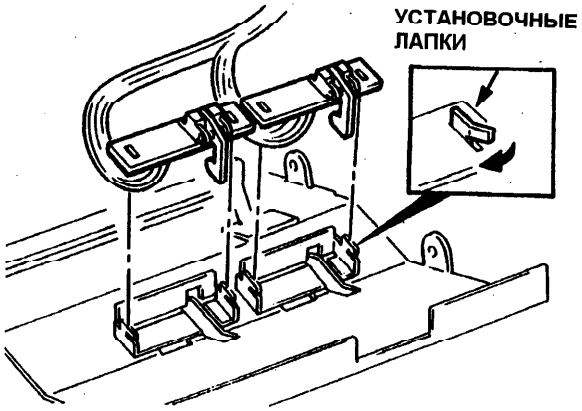

Рис. 4. Датчики оригинала и установочные лапки
9. Снимите датчики оригинала (Рис. 4).
Осторожно распрямляйте установочные лапки, чтобы не сломать места точечной сварки (Рис. 4).